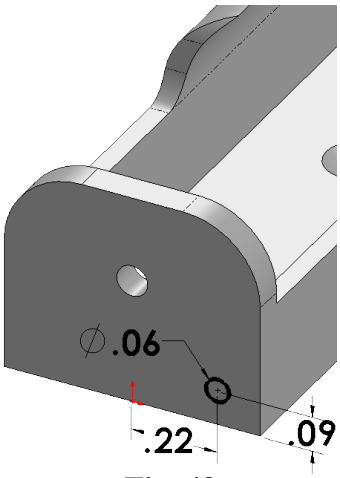

Fig. 43
Step 5. Add dimensions, **Fig. 43**.